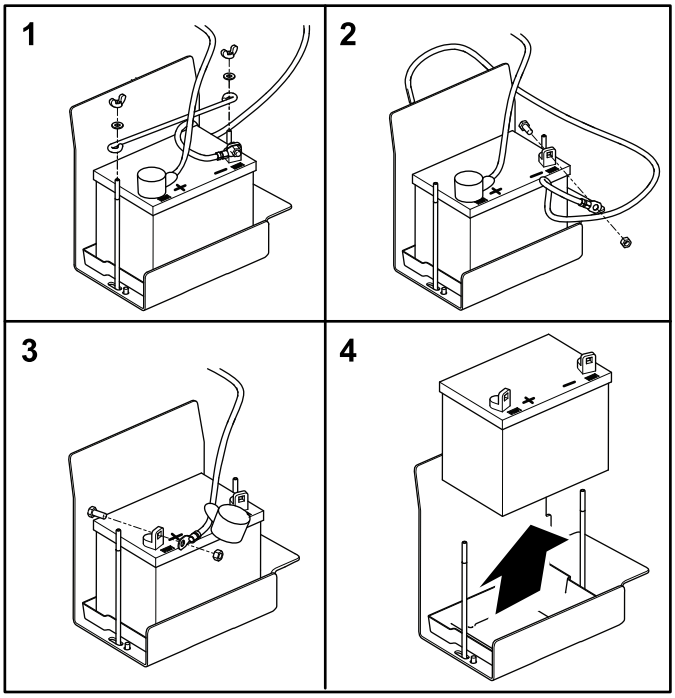

Figur 54
2. Fjern vingemutrene og skivene som fester batteriholderen (Figur 54).